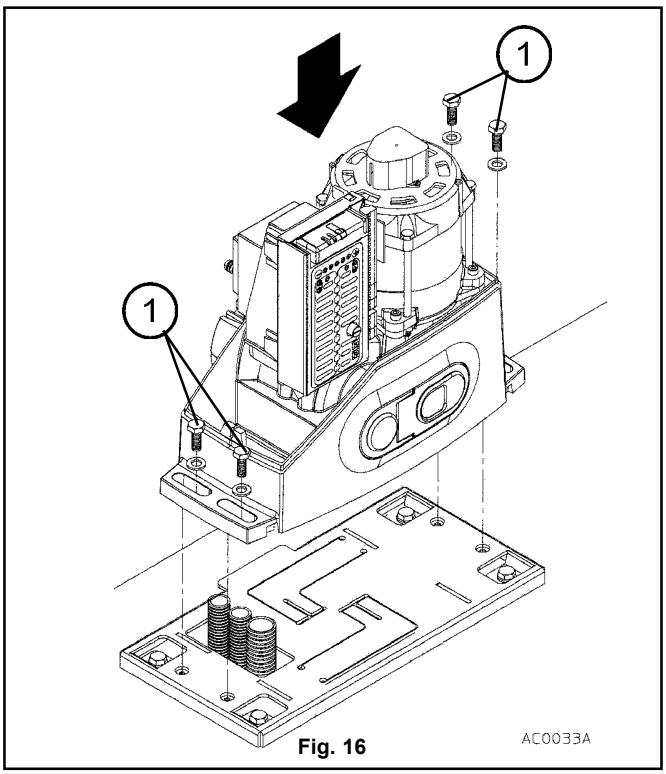

Fig. 16
c) Appoggiare il motoriduttore sulla piastra di ancoraggio (fig. 16) e avvitare a mano di 3/4 giri le 4 viti M10 (1 fig. 16) con relative rondelle.